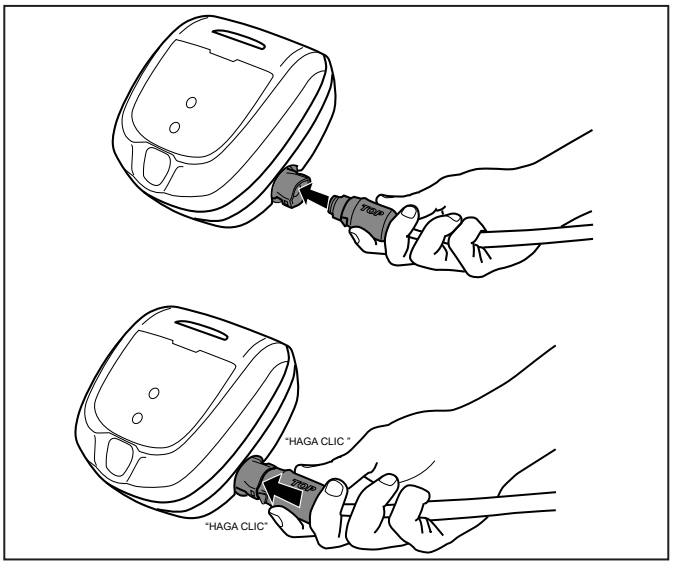

Figura 1. Conecte el cable de alimentación
1. Inserte firmemente el conector del cable de alimentación (con la palabra TOP hacia arriba) hasta oír un “clic” (Figura 1).